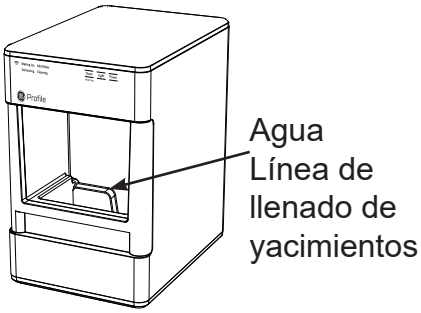

Figura 2
5. Vierta la solución en el depósito de agua. Ver figura 2.